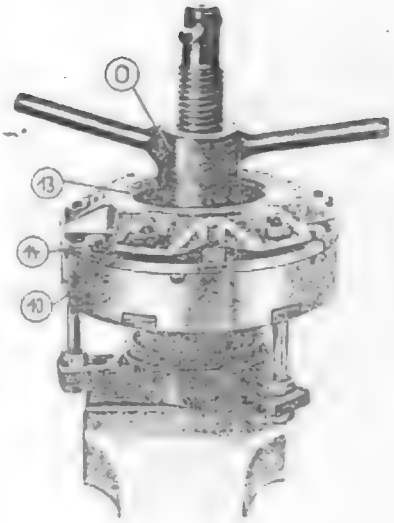

Rys. 20. Przykręcanie tarczy naciskowej sprzęgła
Do rozbierania i składania sprzęgła służy ściskacz sprzęgła 05-MV 150-2. Dla ułatwienia prac ściskacz należy zamocować w imadle. Na rys. 20 pokazana jest pozycja montażowa.
- Założyć tarczę naciskową /13/ i ścisnąć ściskaczem /0/. Tarczę naciskową dokręcić nakrętkami /14/ podkładając podkładki zabezpieczające /10/ /rys. 20/.